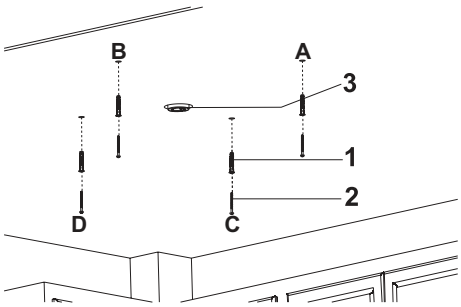

Abb. 6
Befestigen Sie die Montageschablone an der Decke, an die, die Haube montiert werden soll und bohren Sie die Punkte A,B,C,D mit einem Ø10mm Bohrer (Abb. 6). Achten sie auf die richtige Ausrichtung der Schablone, insbesondere der Kabelführung.
2. Setzen Sie die Kunststoffdübel in die gebohrten Löcher ein (Abb. 6)
Die Schrauben in die Dübel der Punkte A,B,C,D hinein drehen (Abb. 6).
Die Kabelverbindung nach der Montage durchführen (Abb. 6).